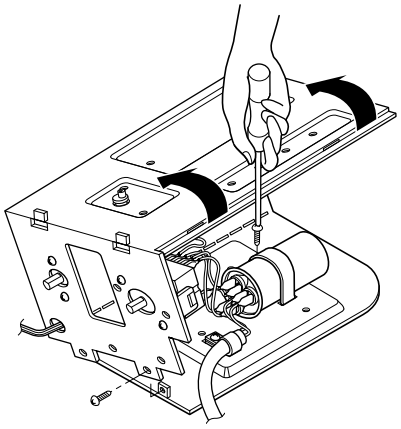

**Figure 11**
4. Remove a screw and unfold the control box. (See Fig. 11)
5. Remove the screw and the clamp which fastens the capacitor. (See Fig. 11)